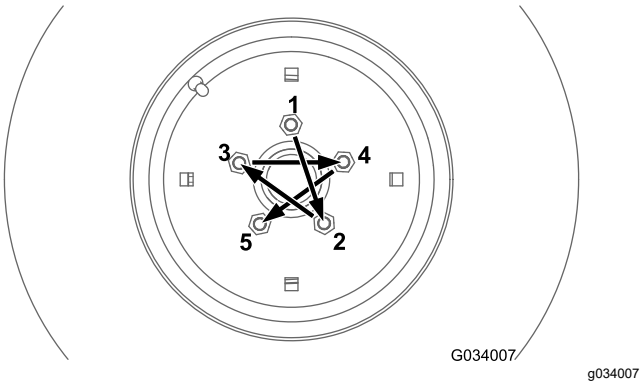
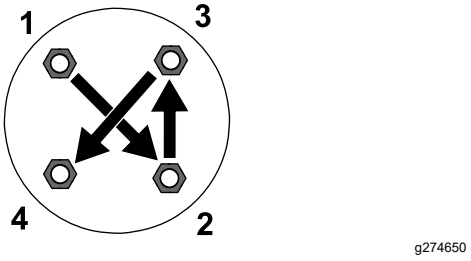

Figuur 65
Figuur 66
Draai de wielmoeren van de voor- en achterwielen aan (alleen voor machines met vierwielaandrijving) volgens het patroon dat wordt getoond in Figuur 65 en Figuur 66 met de aangegeven torsie.
- Voorwielen: zie Figuur 65
- Achterwielen (alleen bij machines met vierwielaandrijving): zie Figuur 66